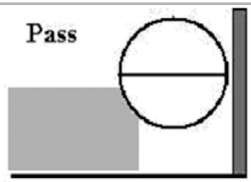
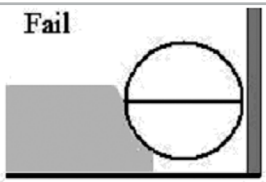

Figure 8a: Pass, line above mattress.
Figure 8c: Fail, line below mattress.
- If the line across the flat end of the cone is above or even with the surface of the mattress, the space passes the test (figure 8a and 8b). If the line across the flat end of the cone is below the top surface of the mattress, the space fails the test (figure 8c).